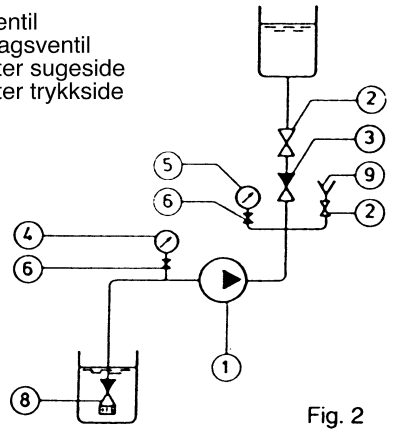

Fig. 2
- Sugeledningen skal utføres med bunnventil (fig.2), eller
Er pumpen plassert over væskespeilet på sugesiden monteres primingarrangement til påfylling av væske ved oppstart (se fig. 2).
Er pumpen plassert høyere enn væskespeilet i sugetanken (fig.2) fylles både pumpe og sugeledning med væske.